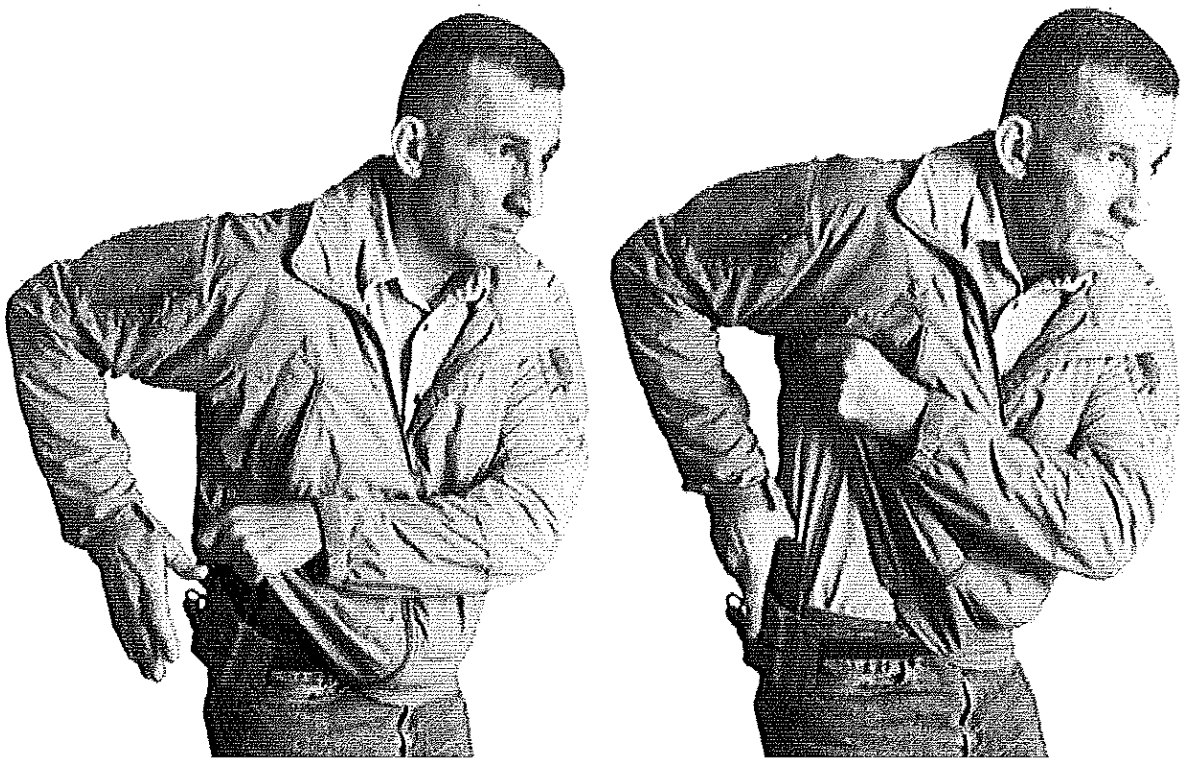

Figure 4-5. Presentation from the Concealed Pistol Holster – Steps One and Two.
1. Move the support hand across the body and grasp the jacket or sweater just above the holster, at the same time place the firing hand on the holster below the jacket or sweater (see fig. 4-5).
2. Pull up on the jacket or sweater with the support hand. At the same time, slide the firing hand up the holster until the fingers come in contact with the pistol grip. Keep the thumb above the pistol to ensure the jacket or sweater clears the pistol (see fig. 4-5 on page 75).